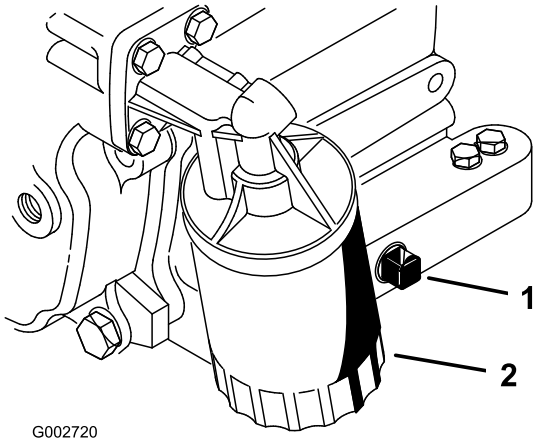

Figur 26
2. Fjern tappepluggen (Figur 26), og la oljen renne ned i et tappefat. Når oljen slutter å renne, setter du tappepluggen på igjen.
3. Ta av oljefilteret (Figur 26). Stryk et tynt lag med ren olje på den nye filterpakningen.